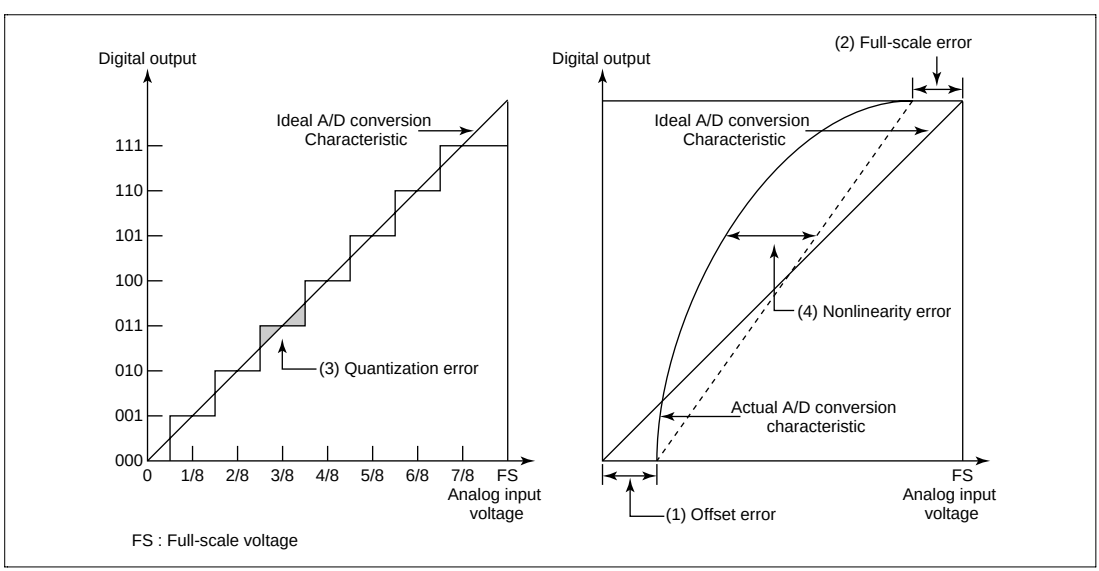

Figure 16.7 A/D Conversion Precision Definitions
(1) Offset error
(2) Full-scale error
(3) Quantization error
(4) Nonlinearity error
The above four kinds of error are described below with reference to figure 16.7. For the sake of clarity, this figure shows 3-bit medium-speed A/D conversion rather than 10-bit medium-speed A/D conversion. Offset error (see figure 16.7 (1)) is the deviation between the actual A/D conversion characteristic and the ideal A/D conversion characteristic when the digital output value changes from the minimum value (zero voltage) of 0000000000 (000 in the figure) to 0000000001 (001 in the figure). Full-scale error (see figure 16.7 (2)) is the deviation between the actual A/D conversion characteristic and the ideal A/D conversion characteristic when the digital output value changes from 1111111110 (110 in the figure) to the maximum value (full-scale voltage) of 111111111 (111 in the figure). Quantization error is the deviation inherent in the medium-speed A/D converter, given by 1/2 LSB (see figure 16.7 (3)). Nonlinearity error is the deviation between the actual A/D conversion characteristic and the ideal A/D conversion characteristic from zero voltage to full-scale voltage (see figure 16.7 (4)). This does not include offset error, full-scale error, and quantization error.